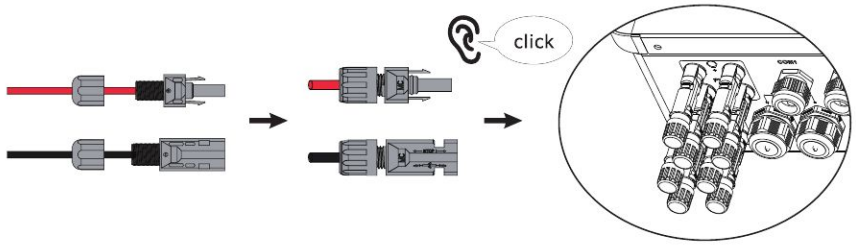

Figura 4.1-4 Conector FV conectado al inversor
Paso 4. Atornille la tapa y conéctela al lado del inversor. Se escuchará un clic si los conectores quedan bien insertados en las fichas FV, como se muestra en la Figura 4.1-4.